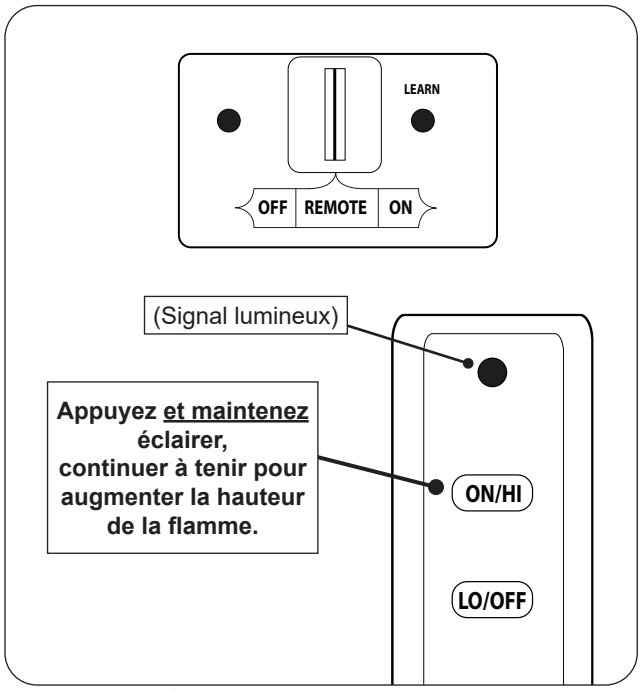

Fig. 63-1 Éclairage à distance
1. Assurez-vous que la veilleuse brûle. Localisez ensuite l'interrupteur à 3 positions sur le récepteur à distance et faites glisser l'interrupteur sur la position **REMOTE** (télécommande) (voir Fig. 63-1).
2. Localisez la télécommande et maintenez enfoncé le bouton **ON / HI** (sur/ haut) (voir Fig. 63-1). La séquence d'allumage commencera.